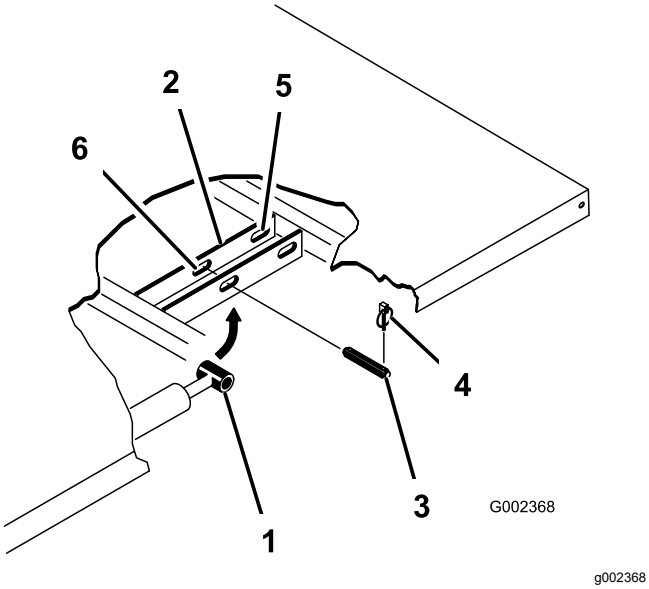

**Figur 33**
3. Ta bort hjulsprintarna från de yttre ändarna av cylinderstavens sprintbultar (Figur 33).
4. Ta bort sprintbultarna som håller fast cylinderstavsändarna vid flakets fästplattor genom att trycka bultarna inåt (Figur 33).
5. Ta bort hjulsprintarna och sprintbultarna som håller fast tappfästena vid ramens kanaler (Figur 33)